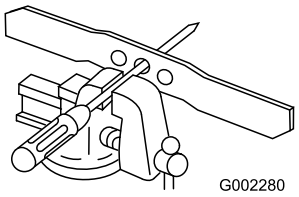

Figur 36
1. Kontroller knivens afbalancering ved at anbringe knivens midterste hul over et søm eller skaftet på en skruetrækker, der er fastspændt vandret i en skruestik (Figur 36).